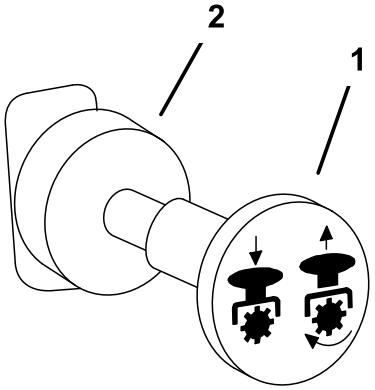

Figur 15
1. Udkobl kraftudtaget, flyt bevægelseshåndtagene til den neutrale, låste position, og aktiver parkeringsbremsen (Figur 15).
4. Træk kraftudtagskontakten ud, for at indkoble den (Figur 15).
Udkobling foretages ved at skubbe kraftudtagskontakten til **udkoblet** position (Figur 15).